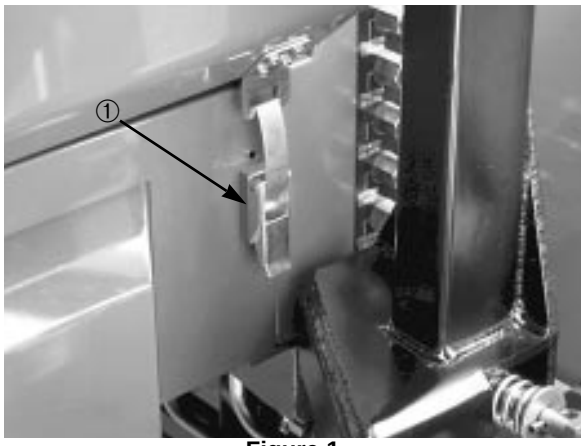

Figure 1
1. Garer la machine sur une surface horizontale. Desserrer les fixations du capot (Fig. 1).